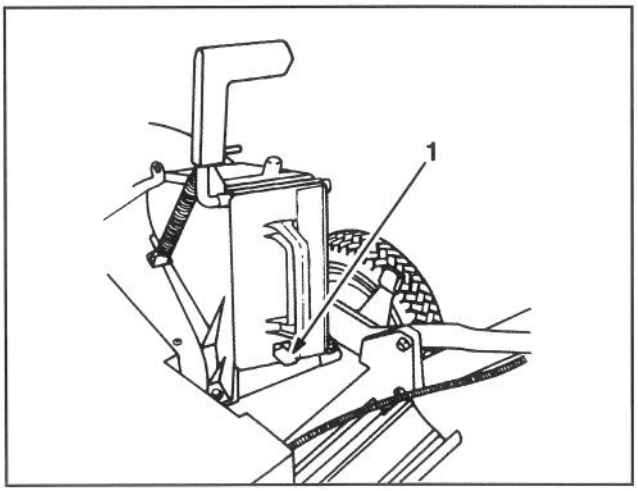

Abb. 13
3. Schieben Sie den Mulchstöpsel ganz hinein, bis die federnde Klemme am unteren Ende einrastet, wodurch der Mulchstöpsel im Auswurftunnel fest verankert wird (Abb. 13). Lassen Sie den Griff der Auswurftür los, um das obere Ende vom Mulchstöpsel zu verankern.